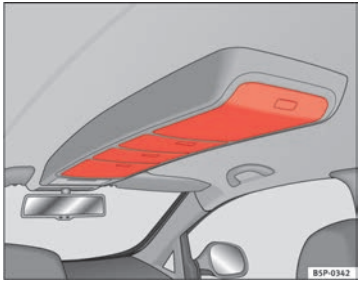

Abb. 104 Ablagen in der Dachkonsole
– Zum Öffnen drücken Sie auf den Taster der Klappe ⇒Abb. 104. Die Abdeckung öffnet sich selbsttätig.